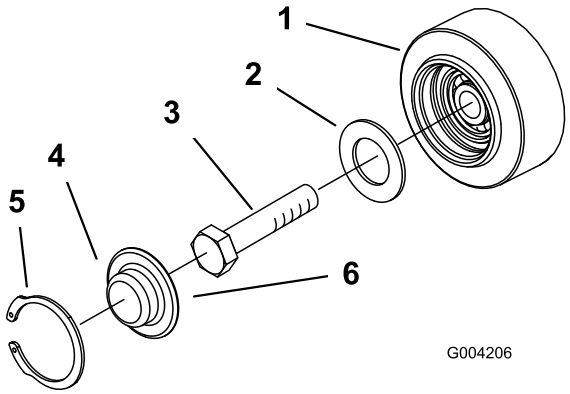

Rysunek 49
3. Usuń pierścień sprężynujący i kołpak z koła jezdnego (Rysunek 49).
4. Sprawdź smar pod kołpakiem i wokół uszczelki (Rysunek 49). Jeżeli smar jest zabrudzony, pełen grudek lub gdy go brakuje, usuń cały smar, wymień uszczelkę i dodaj nowego smaru.